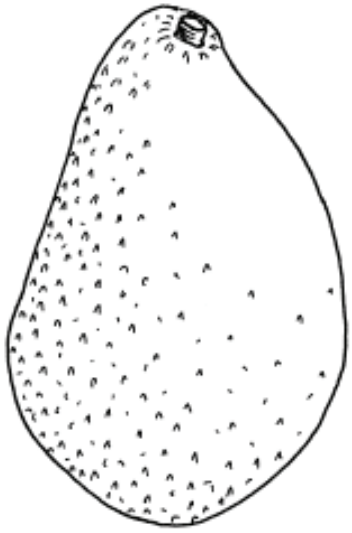

Figure 27. *Leave 3 to 4 mm of stalk when harvesting fruit*
- For all varieties other than Hass, cut the fruit from the tree using avocado snips, secateurs or shears, leaving 3 to 4 mm of stalk intact (Figure 27). Cut stems to the right length as longer stems can damage other fruit. For Hass, fruit can be plucked from the tree as long as the stalk is removed cleanly without tearing the flesh around the stem. If fruit is being marketed through a packing cooperative, check their requirements before proceeding.